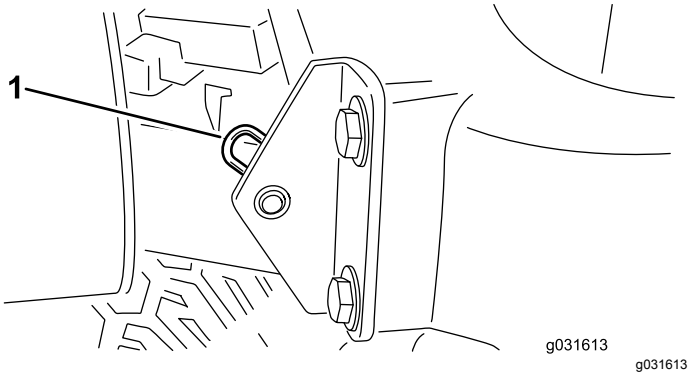

Figuur 40
2. Verwijder de R-pen waarmee het draaipunt van de motorkap aan de montagebeugels is bevestigd (Figuur 40).